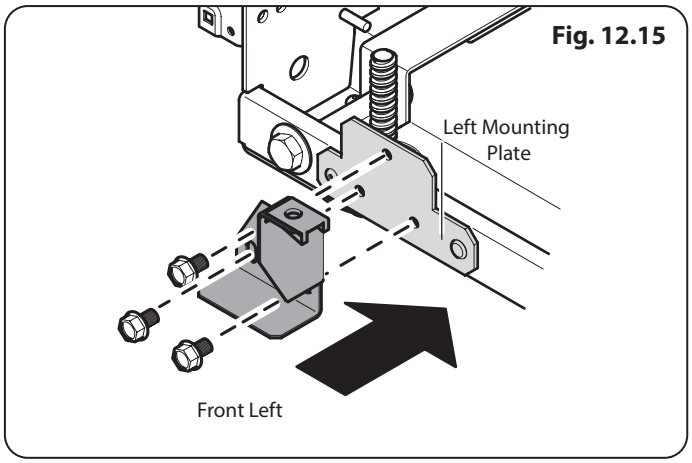

Fig. 12.15
3. On the front of the range base there are two mounting plates. Remove the three fixing screws from each plate (**Fig. 12.15**).
4. Fit the left and right-hand front mounting brackets as shown in (**Fig. 12.15** and **Fig. 12.16**). **DO NOT fully tighten the mounting screws at this stage.**